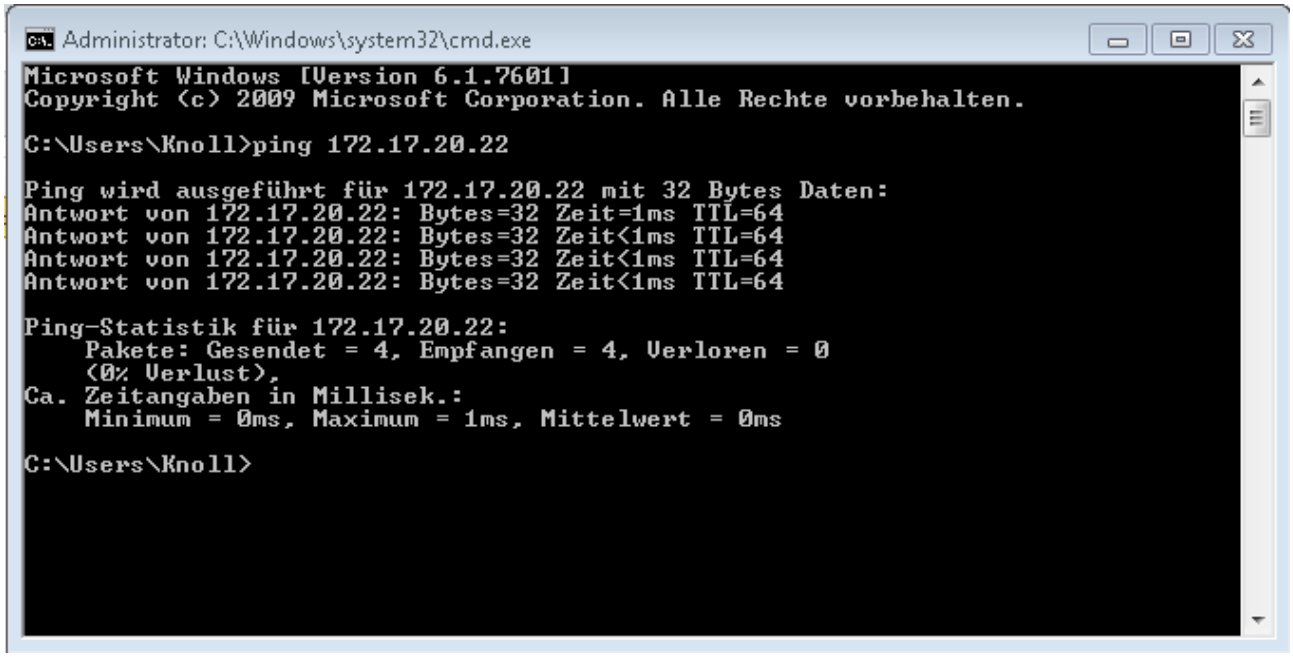

Fig. 15: Example for entering the ping command
- ▶ If the Ethernet interface is configured and connected correctly, the interface will return four responses within a very short time. See Fig. 15.